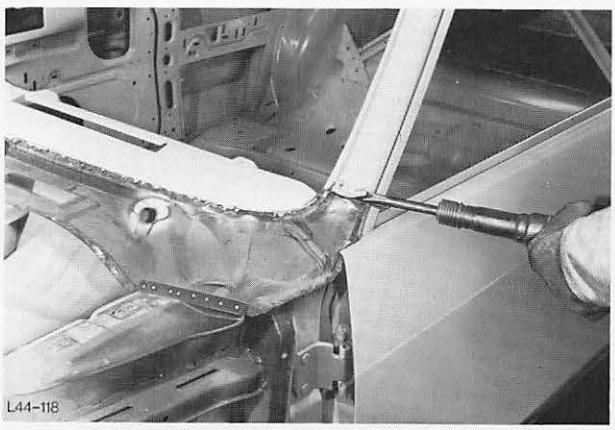

Abb. 118 Blechreste entfernen
3. Blechreste entfernen, Abb. 118.